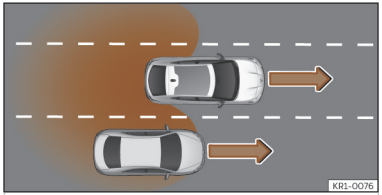

Abb. 146 Überholen auf der mittleren Spur und anschließender Wechsel auf die rechte Fahrbahn.
- Bei Überholung eines anderen Fahrzeugs ››› **(Abb. 146)** mit einer Geschwindigkeitsdifferenz von ca. 10 km/h (6 mph). Erfolgt die Überholung wesentlich schneller, erfolgt keine Anzeige.